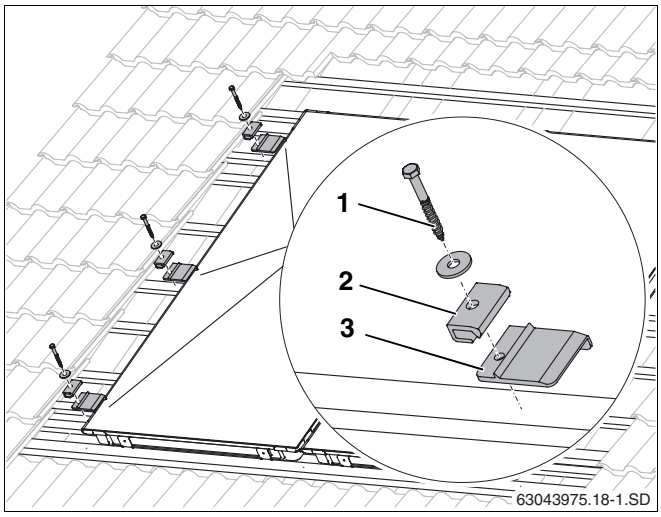

Abb. 29 Niederhalter links montieren
- Linken Kollektor leicht anheben und die linken Unterlegplatten (Abb. 29, **Pos. 3**) auf der 2. und 3. zusätzlichen Latte sowie mittig des Kollektors auf einer vorhandenen Latte soweit unter den Kollektor schieben, dass die Erhebung gegen die Kollektorkante unten stößt.
- Für die Schraube (Abb. 29, **Pos. 1**) muss mit 4 mm Bohrer vorgebohrt werden.
- Die einseitigen Niederhalter (Abb. 29, **Pos. 2**) mit Schraube 6×40 (Abb. 29, **Pos. 1**) und Unterlegscheibe befestigen (Schlüssel SW 10 verwenden).